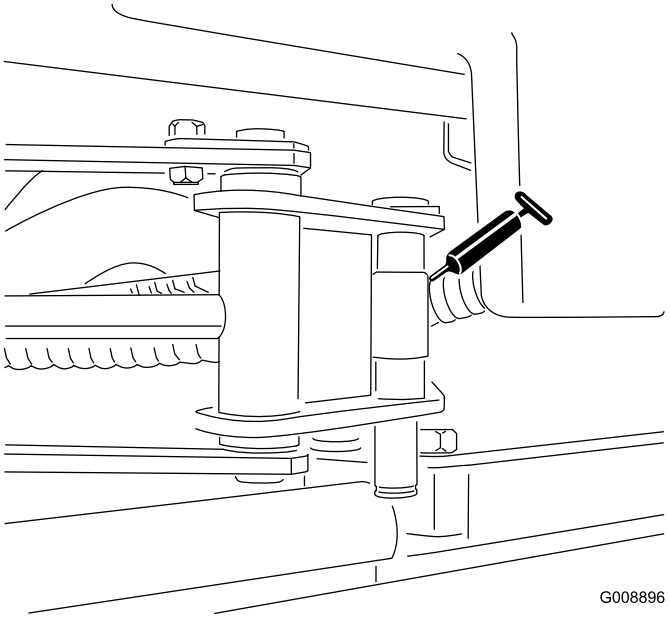

Figur 32
- Sidspolens cylinderändar (2) (Figur 32)